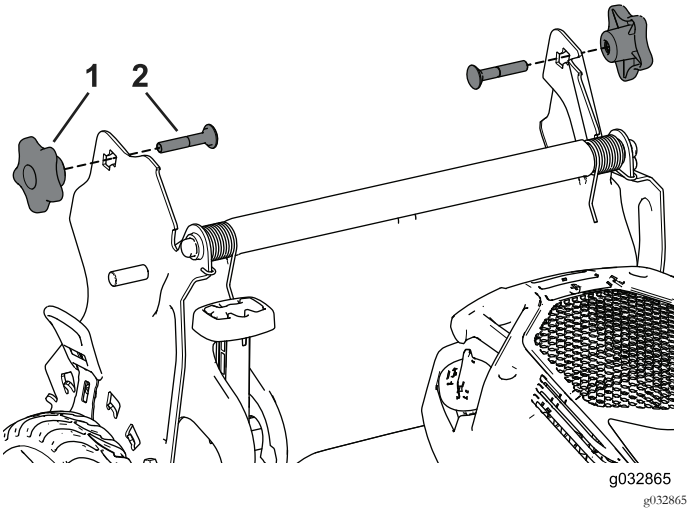

Bild 6
2. Entfernen Sie die 2 Griffhandräder sowie die 2 Schlossschrauben von den Handgriffhalterungen (Bild 6) und heben Sie sie auf.